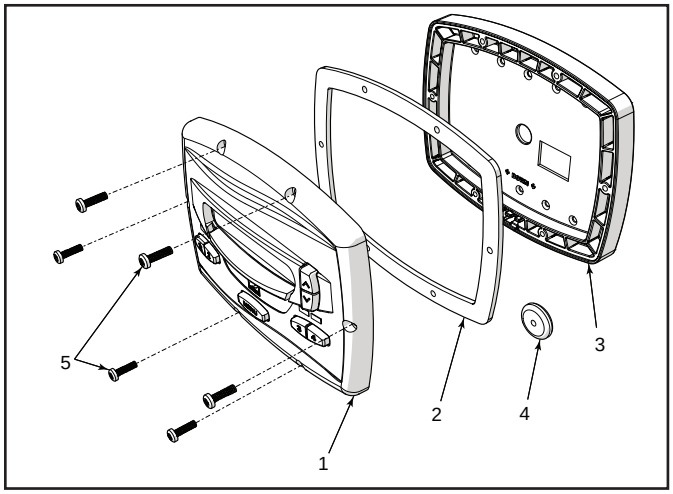

Figure 3. Controller Components
The controller assembly contains the following components. See *"Figure 3. Controller Components"*:
3. Drill out the plastic covering the backplate screw holes. See *"Figure 3. Controller Components"*.
3. A minimum of two (2) fasteners (installer supplied) are required when installing to a flat wall to hold the controller securely.
4. The backplate has ten (10) mounting holes to choose from. Only drill out the plastic film from the holes to be used. See *"Figure 3. Controller Components"*.
6. At the bottom of the backplate, cut the two (2) tabs out with an appropriate tool, such as a carton cutter or an exacto knife, and route the cable through the open channel.